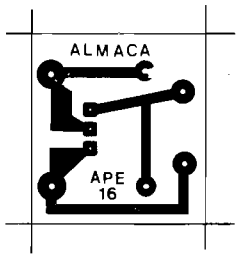

Fig. 2
– **FIG. 2 – Lay out** do Circuito Impresso específico para a montagem do ALMACA (tamanho natural). trata-se de uma plaquinha obviamente minúscula, de facílima confecção (se o Leitor optar por fazê-la em casa). Devido à sua extrema simplicidade, a plaquinha poderá constituir a "primeira confecção" do hobbysta que ainda não tentou sua primeira "obra" do gênero... Entretanto, quem optar pela aquisição do ALMACA na forma de KIT (ver anúncio em outra parte da presente APE), já receberá a pla-